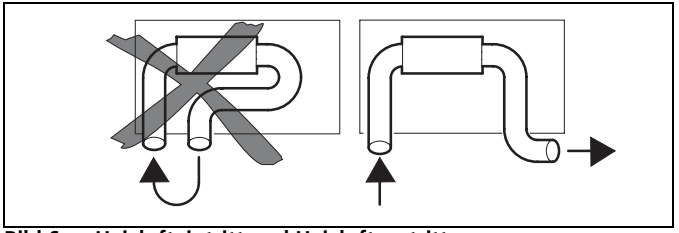

Bild 6: Heizlufteintritt und Heizluftaustritt
- Luftkurzschluss zwischen Heizgerätlufteintritt und Heizgerätluftaustritt (Bild 6).